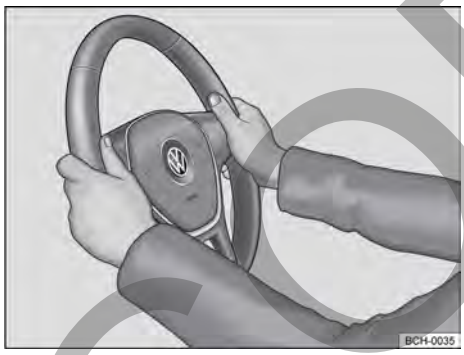

Fig. 60 En el volante: posición 9 y 3 horas.
– Ajustar la posición del volante de forma que pueda sostenerlo lateralmente por el borde exterior *en las posiciones equivalentes a las 9:00 y a las 3:00* → fig. 60 con ambas manos y los brazos ligeramente doblados.
- Empuje la palanca (1) siempre por su mango con firmeza hacia arriba después del ajuste, para bloquear la posición del volante.
- Durante la conducción, siempre sujete el volante con ambas manos lateralmente en el borde externo*en la posición equivalente a las 9:00 y a las 3:00* → fig. 60, para reducir las lesiones provocadas por un disparo del airbag frontal del conductor.